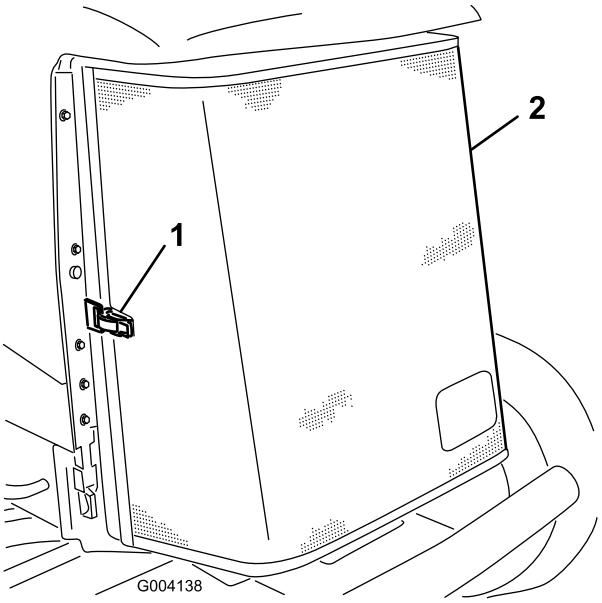

Figur 61
3. Lossa klämman och vrid upp det bakre gallret (Figur 61).